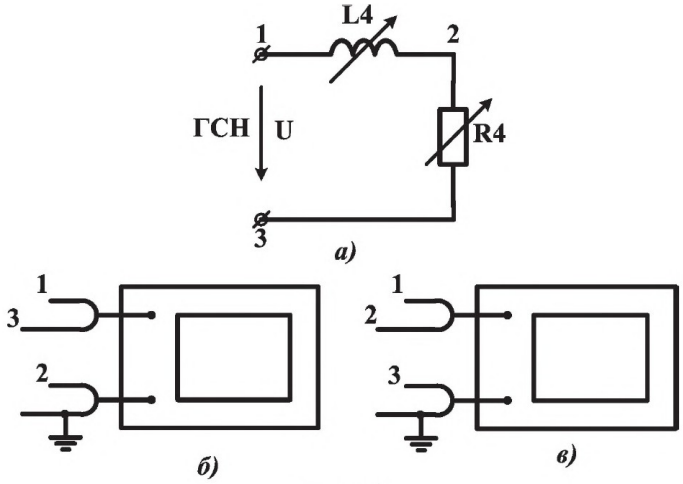

Рис. 16
3. Для исследования установившегося синусоидального режима подключить к клеммам 1-3 цепи рис. 16*,а* генератор и цифровой вольтметр. Вращением ручки генератора «Регулировка вых.» установить на входе цепи напряжение U = 10 В.
ф° — между входным напряжением и и током в цепи i, для этого подключить к цепи рис. 16*,а* осциллограф согласно схеме рис. 16,б;
$ф°_k$ — между напряжением на катушке индуктивности блока переменной индуктивности U_L и током в цепи i, для этого подключить к цепи рис. 16*,а* осциллограф согласно схеме рис. 16,в, нажав кнопку «Инвертирование сигнала в канале 2». Результаты записать в табл. 7.
1.1. полное сопротивление Z цепи рис. 16;